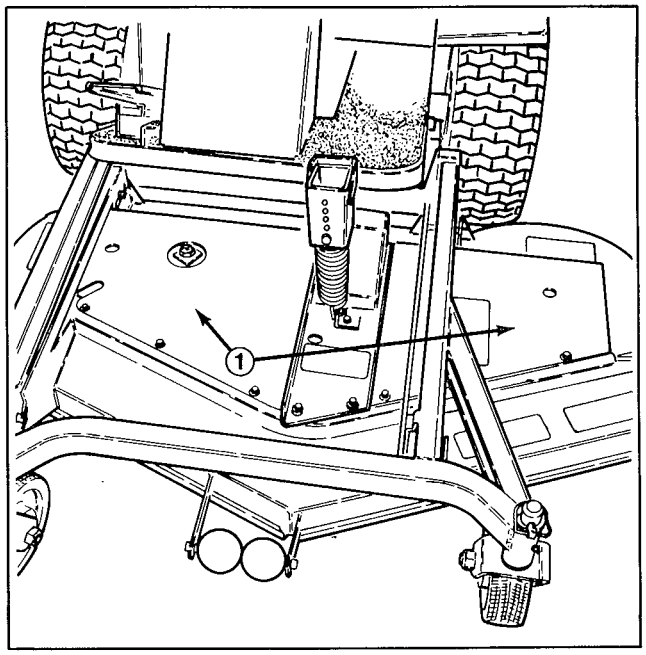

Figure 32
2. Unhook latches securing left and right covers to top of cutting unit (Fig 32).
8. Reinstall covers and secure latches (Fig. 32).